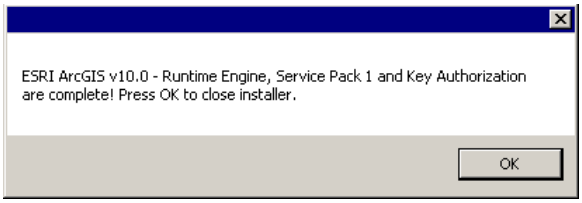

Figure 2-17 ArcGIS Engine Runtime – Installation Complete
9. The installation progress will be displayed. Once the installation and key authorization are complete, the following confirmation message will be displayed (Figure 2-17). Click *OK* to close the message.